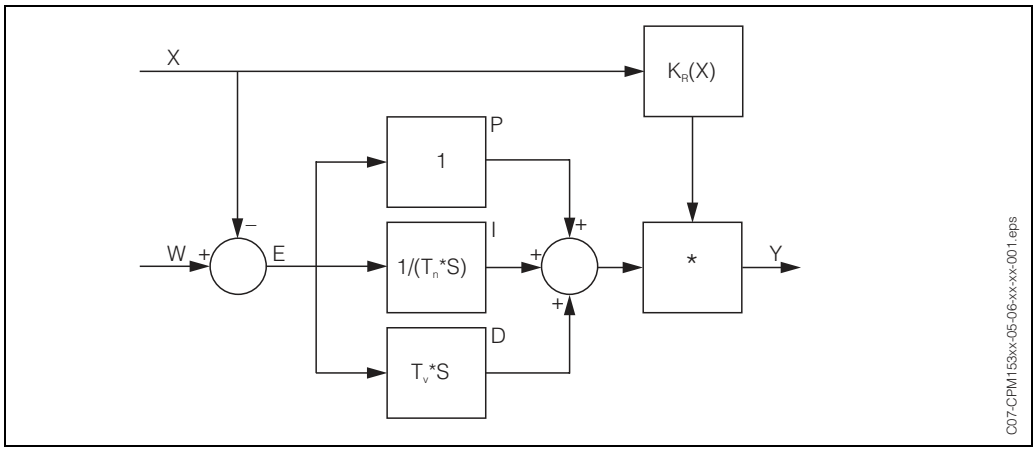

Fig. 21: Schematic diagram of the CLM 153 controller with $K_R(X)$ as the total gain
- The factor $K_R(X)$ is the total gain (see fig. 21. This is implemented in the CLM 153).